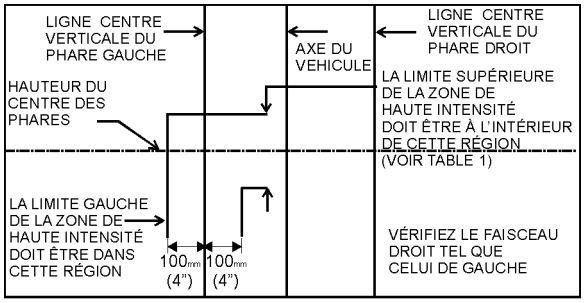

FIGURE 82 : LIMITES D'INSPECTION D'ORIENTATION DES FEUX DE CROISEMENT
7. Les limites d'inspection en verticale pour les feux de croisement ou les feux de croisement d'un projecteur à double faisceau sont tels que décrits dans le tableau 1. Dans le sens horizontal, le bord gauche de la zone longue portée doit être situé de 10 cm (4 po) à gauche à 10 cm (4 po) à droite de l'axe vertical du faisceau. L'écran de réglage doit être situé 7,6 m (25 pi) devant le véhicule (Figure 82).